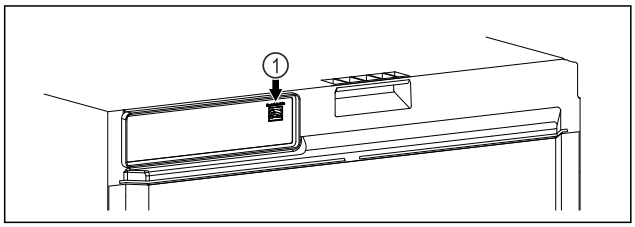

Fig. 105
❑ SmartModule *Fig. 105 (1)* este instalat.